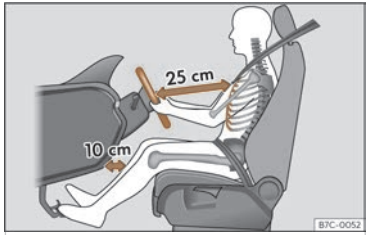

Fig. 16 La distance correcte entre le conducteur et le volant doit être de 25 cm minimum (10 pouces).
- Réglez le volant de sorte qu'il se trouve à une distance d'au moins 25 cm (10 pouces) du sternum >>> **fig. 16** et que vous puissiez le tenir à deux mains sur les côtés, par l'extérieur, les bras légèrement fléchis.